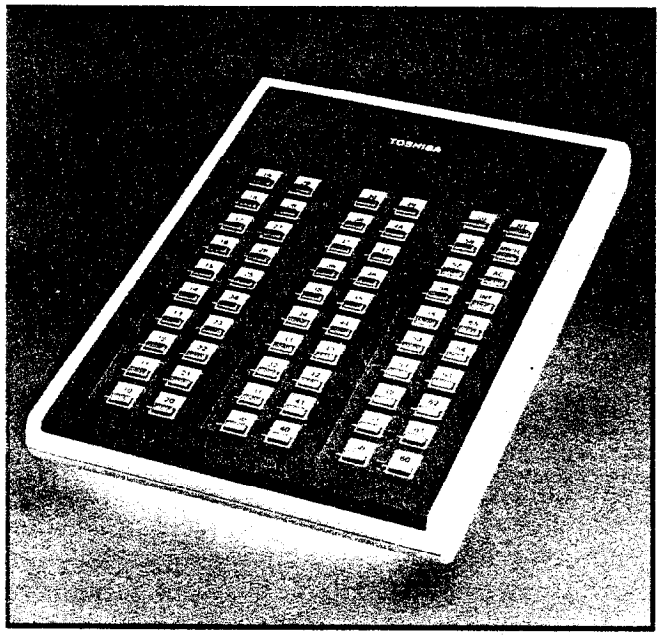

FIGURE 18 — DSS CONSOLE
06.28 An optional Direct Station Selection (DSS) console (Figure 18) is available for both systems where the volume of incoming calls warrants a dedicated call forwarding location. The attendant's EKT key configuration varies from the standard EKT only in different dedicated key functions and lacks an intercom key (it is on the DSS). The DSS is equipped with up to 56 station keys, an intercom key, an All Call Page key, Message Waiting/Flash key and a Night Transfer key. Either system may be equipped with one or two fully functional DSS consoles.